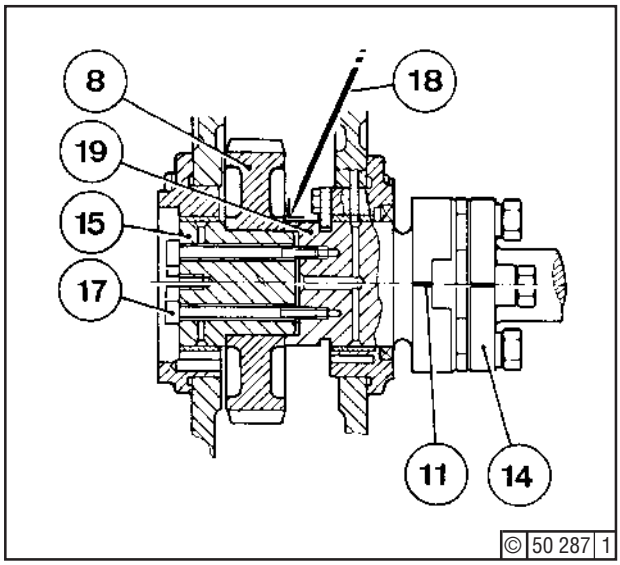
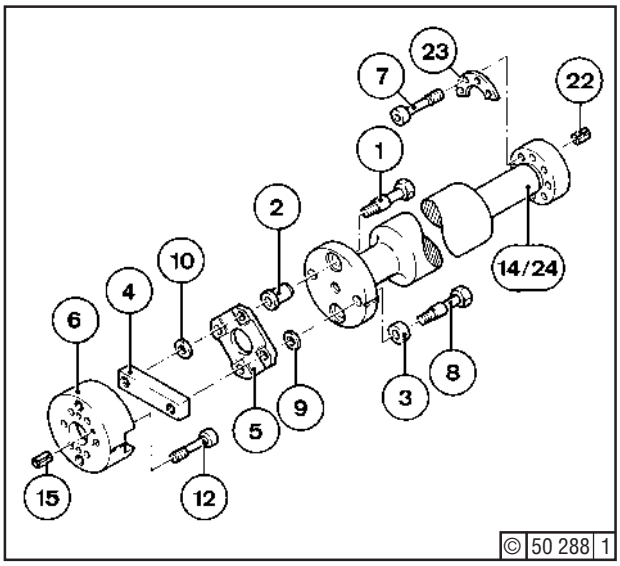
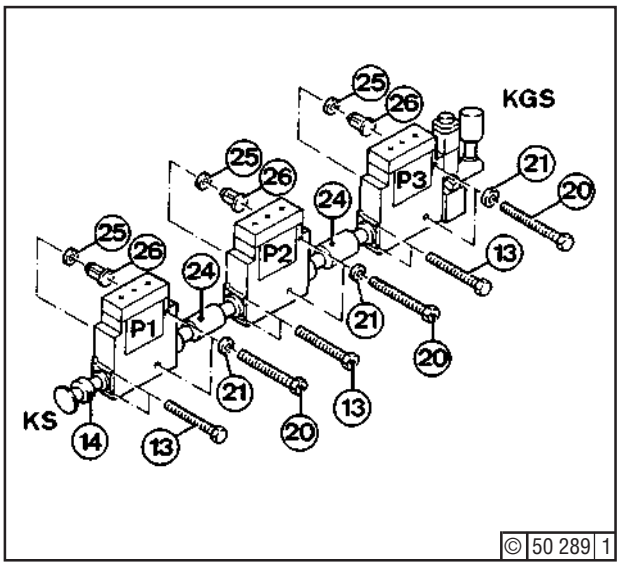
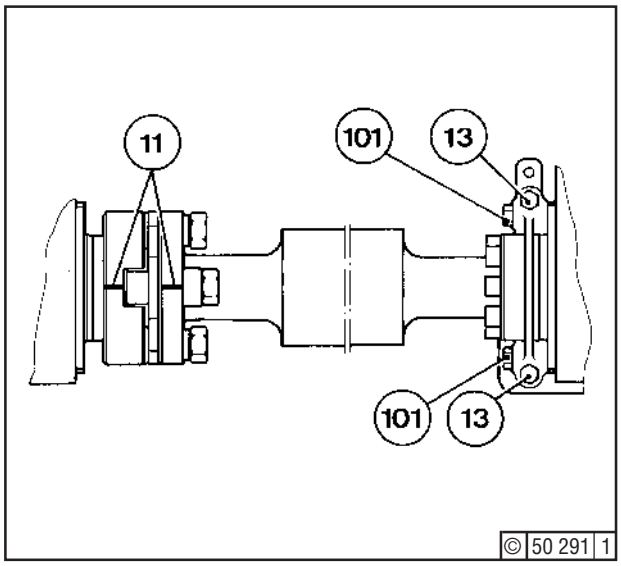

Fig. 1
Fig. 2
Fig. 3
Fig. 5
- Mark with scriber (18) position of injection pump drive gear (8) - Fig. 1 - relative to shaft section (19).
- Mark (11) position of shaft section (19) relative to shaft (14).
- Loosen bolts (1) and (8) - Fig. 2.
- Loosen cheese head fastening bolts (17) - Fig. 1 - of drive gear until the injection pump drive shaft (14) can be turned by hand.
Removing pumps P1, P2, or P3 - fig. 3 -
- Unscrew the 4 fitted bolts (1) and (8) - Fig. 2.
- Retain injection pump - Fig. 3 - with hoist. Unscrew hex. bolts (13) and (20) and take out washers (21). Lift off pump from engine and place down carefully. When lifting off pump, pay attention to spacers (25) and parallel pin - between crankcase cover and injection pump. The spacers may be adhered or fastened with countersunk nails.
- Make sure that only genuine DEUTZ gaskets are fitted under crankcase covers - behind injection pumps - and spacers (25) - Fig. 3 - otherwise alignment errors may result.
- Fit shaft (14) - Fig. 2 - by locating it with dowel pin (22) and screw together with washers (23) and cheese head bolts (7) until hand-tight. If the injection pump retainer had been taken off, it should be suspended loosely above the shaft. If not, loosen the four hex. bolts (101) - Fig. 5 - before refitting the pump.
- Insert bushes (2) - Fig. 2 - into shaft (14) and thread fitted bolts (8) provided with bushes (3) through shaft (14).
- Make sure that spacers (25) are fitted - Fig. 3. Place injection pump with shaft onto parallel pin in crankcase cover and observe marks (11) - Fig. 5 -.
Should one of these checks reveal any inadmissible discrepancy, the injection pump retainer and the pump have to be slackened by loosening the hex. bolts (13) and (101) - Fig. 5, as well as (20) - Fig. 3.